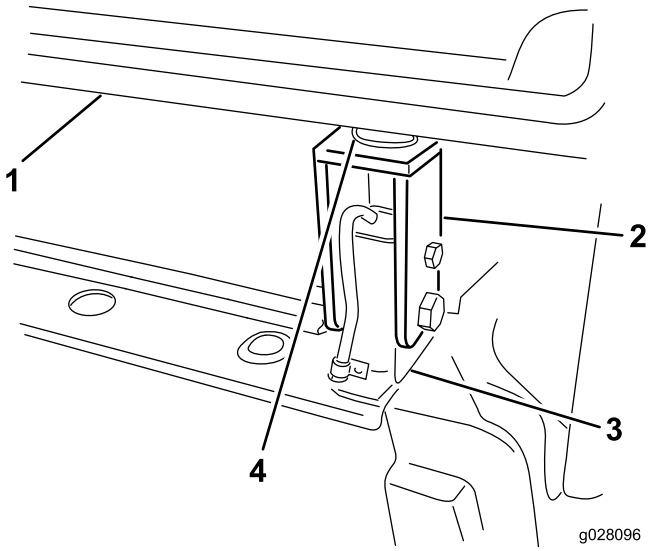

Figur 65
6. Monter løst de bageste gummimonteringer og førerhusets monteringsstøtter på hver side af førerhusets bageste monteringer (Figur 65).